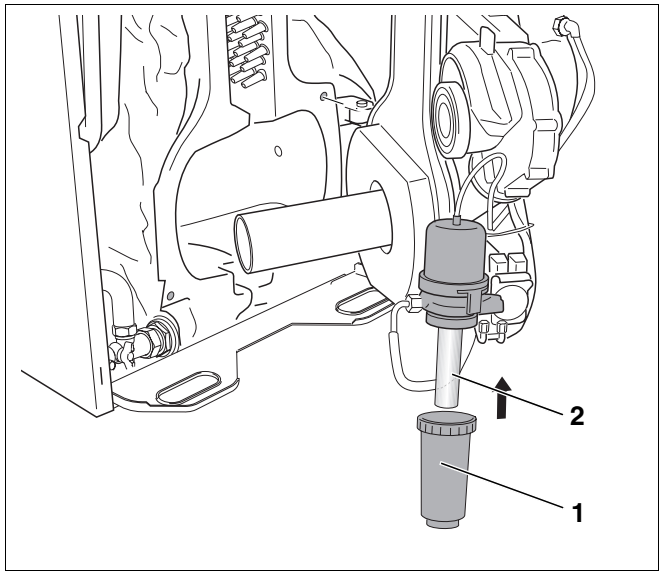

Rys. 68 Wymiana wkładu filtra oleju
- Odkręcić obudowę filtra (rys. 68, **poz. 1**) (wyciekający olej zebrać do wnętrza obudowy).
- Wymienić wkład filtra oleju (rys. 68, **poz. 2**).
- Przykręcić obudowę filtra (rys. 68, **poz. 1**).